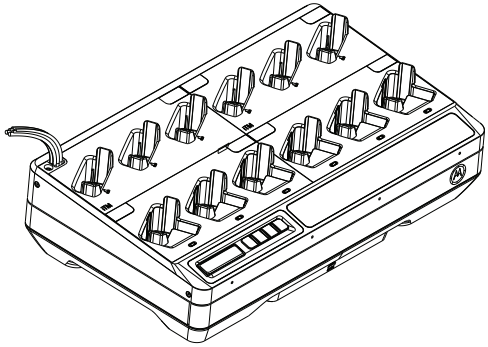

Рис. 15. Усі кабелі виводяться з верхньої лівої сторони зарядного пристрою.
6. Усі кабелі виводяться з верхньої лівої або верхньої правої сторони зарядного пристрою (див. Рис. 15).